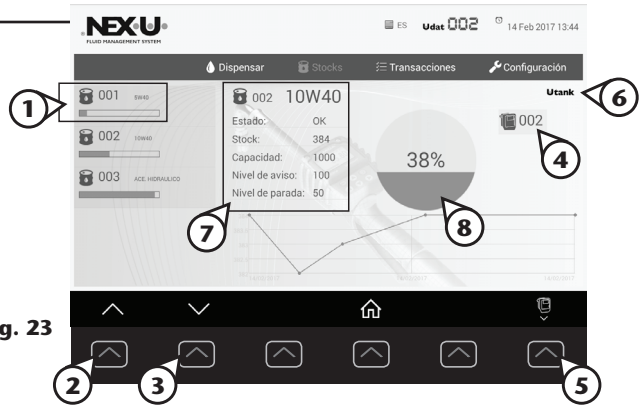

Fig. 23
In this menu **(figure 23)**, the tanks list with their identifier and associated product is displayed (1). To navigate through the available tanks list use the keys (2) and (3). For each tank, the associated U·valve units (4) are displayed. When the U·valve list does not fit on the screen, navigate with the button (5).